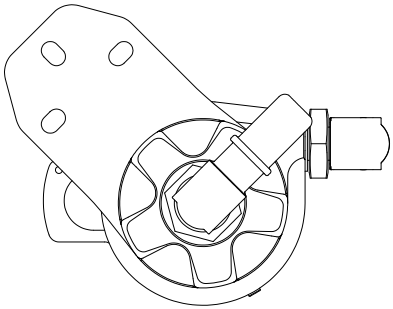

**Figure 2 - Preparing the Adapter Fittings**
d. Position as shown in Figure 2.